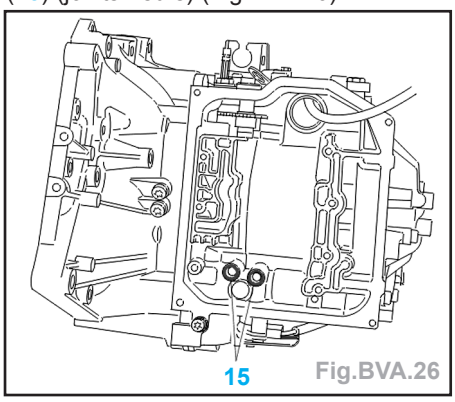

Fig.BVA.26
Impératif : vérifier la présence des joints (15) (joints neufs) (Fig.BVA.26).